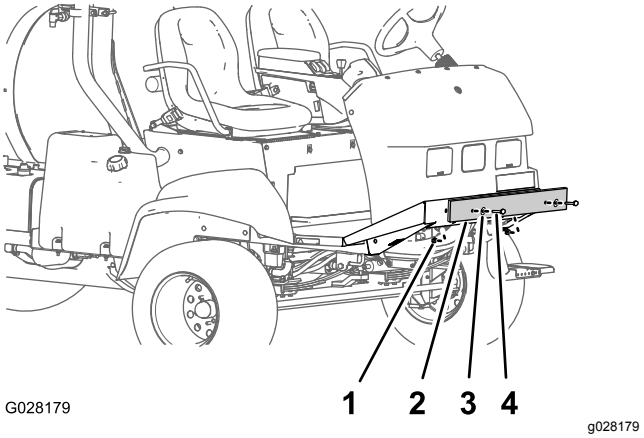

Figur 6
1. Ta bort skruvarna, brickorna och muttrarna som fäster transportstötdämparen på chassits främre plåt (Figur 6).
2. Ta bort transportstötdämparen från maskinen (Figur 6).